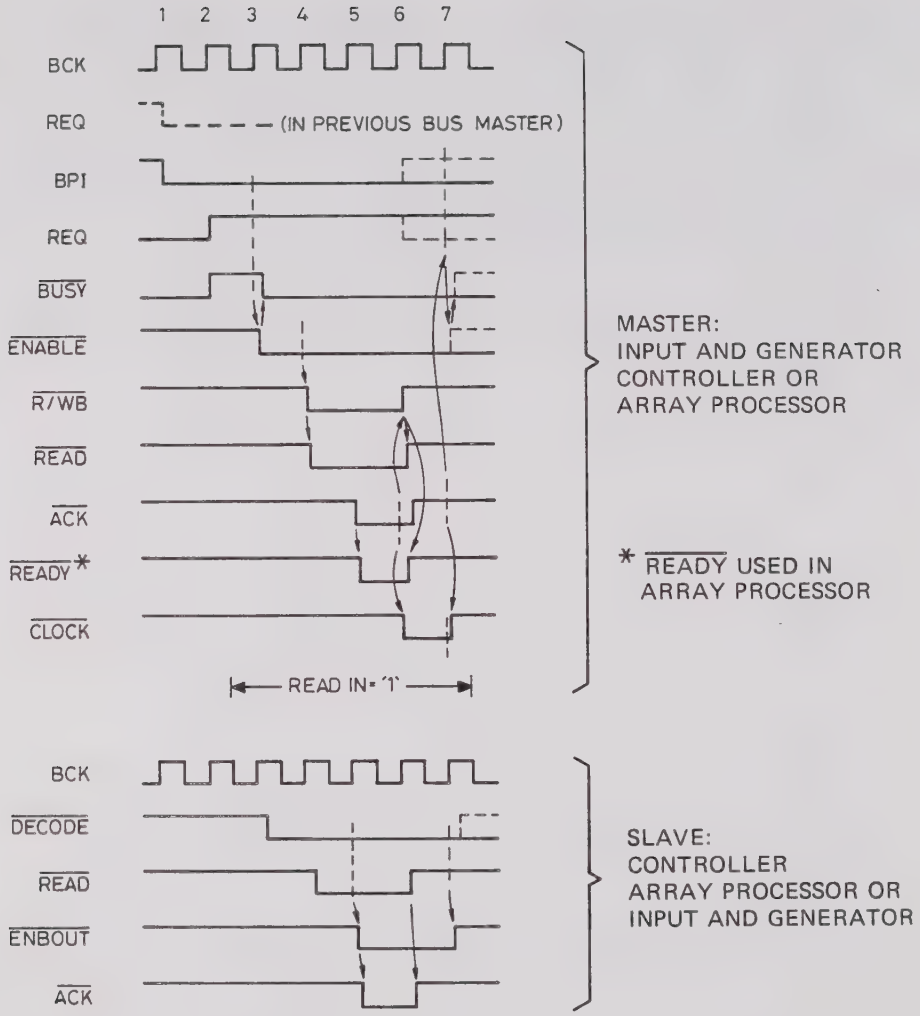

Fig 7.7 Read Cycle
The basic read cycle is shown in Fig 7.7. For all signals except BPI, REQ and BUSY the timing is always the same. The timing of BPI, REQ and BUSY can vary considerably, although, for a read cycle to occur, these signals must be in the states Lo, Hi and Hi respectively when the positive going edge of BCK(3) occurs. The basic read cycle applies to the following master-slave relations: